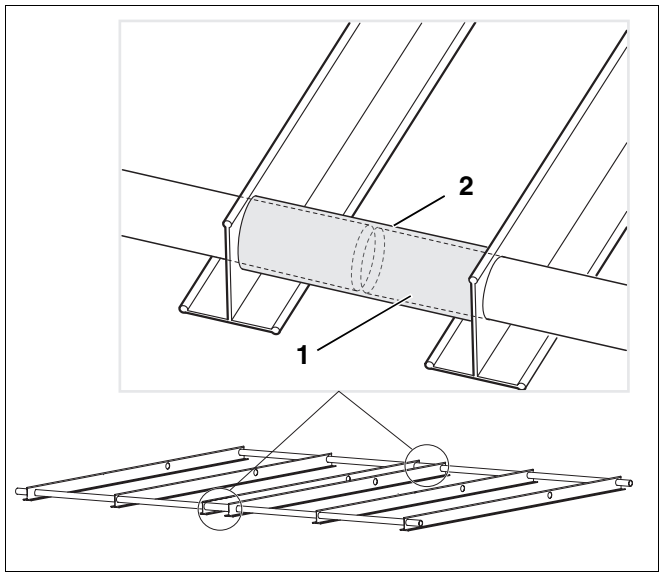

Afb. 31 Afstandsleidingen tussen twee basisframes
- Schuif de twee bijgeleverde afstandsleidingen (afb. 31, **pos. 1**) over de ronde leidingen van het eerste basisframe.
Let erop, dat u de ronde leidingen telkens tot in het midden van de afstandsleidingen (afb. 31, **pos. 2**) schuift.